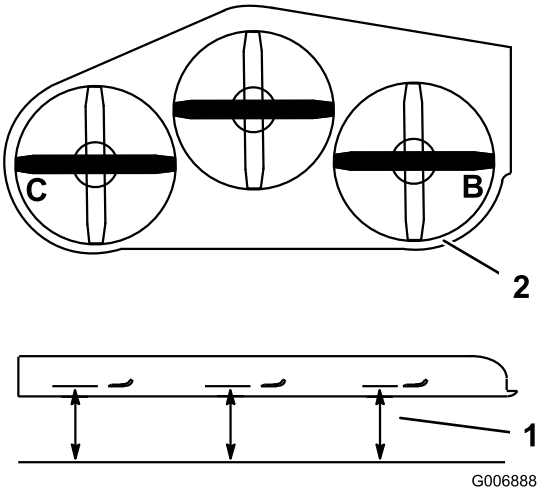

Figur 83
1. Ställ in den **högra** knivens lutning i sidled (Figur 83).
2. Mät den högra kniven vid punkt **B**, från en plan yta till knivens egg (Figur 83).
4. Ställ in den vänstra knivens lutning i sidled (Figur 83).
5. Mät vänster kniv vid punkt **C** (Figur 83), från en plan yta till knivens egg.